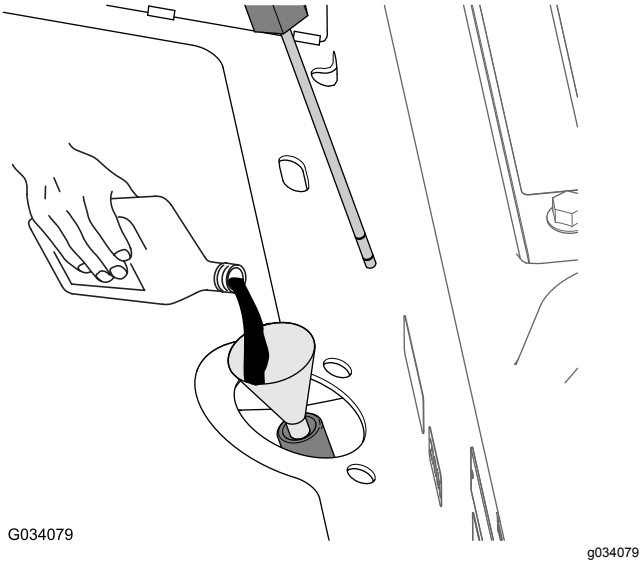

Figur 82
5. Hvis væskenivået er under det nedre merket på peilestaven, fyller du på spesifisert hydraulikkvæske i påfyllingsrøret (Figur 82) til væskenivået stiger til mellom de øvre og nedre merkene når det kontrolleres med peilestaven (Figur 81).
6. Fyll på spesifisert hydraulikkvæske i påfyllingsrøret (Figur 82) til væskenivået i transakselhuset (beholderen) vises ved midtpunktet mellom de øvre og nedre merkene på peilestaven (Figur 81).